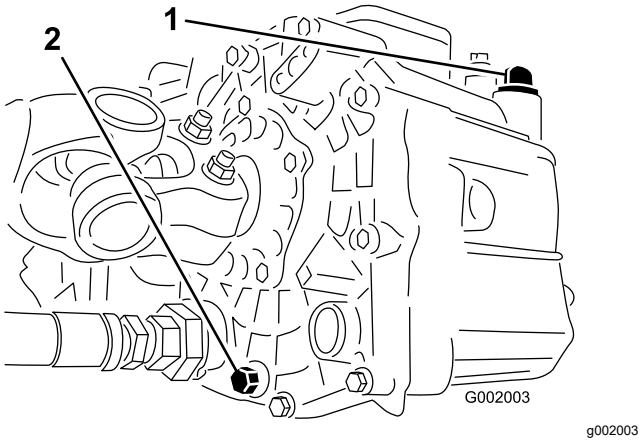

Figur 56
3. Ta bort avtappningspluggen från tankens sida och låt hydrauloljan rinna ner i uppsamlingstråget (Figur 56).